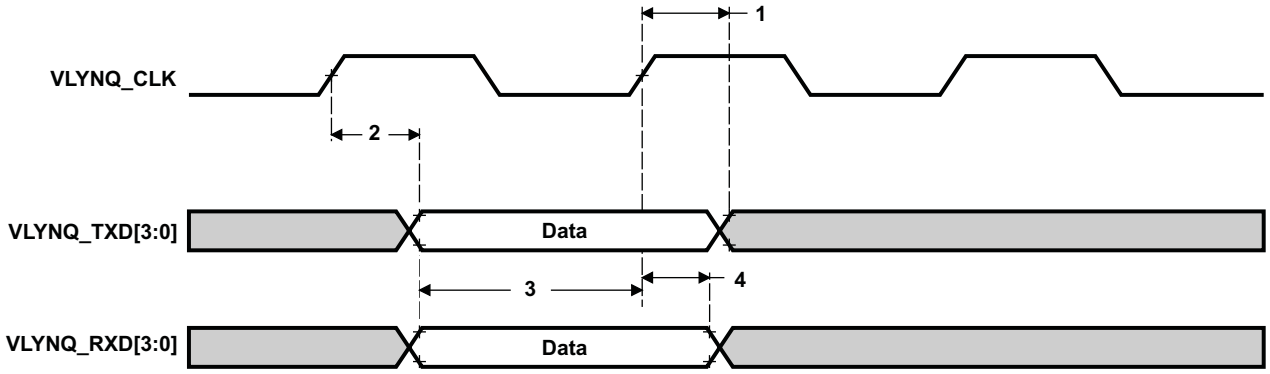

**Figure 6-54. VLYNQ Transmit/Receive Timing**
**Table 6-108. Switching Characteristics Over Recommended Operating Conditions for Transmit Data for the VLYNQ Module (see Figure 6-54)**
**Table 6-109. Timing Requirements for Receive Data for the VLYNQ Module(1) (see Figure 6-54)**